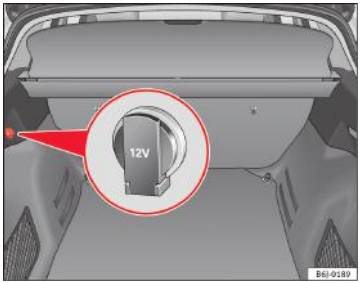

Fig. 88 Imagine detaliată a capitonajului de pe părţile laterale ale portbagajului: Priza de 12 V
– Ridicaţi capacul prizei electrice ⇒fig. 88.